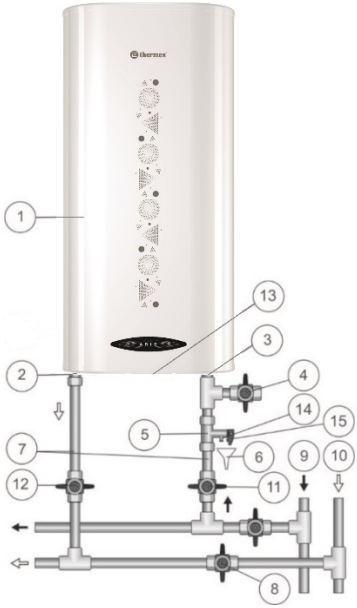

Рисунок 1. Схема подключения ЭВН к водопроводу в вертикальном положении
Внутренний бак имеет специальное биостеклофарфоровое покрытие, надежно защищающее внутреннюю поверхность от химической коррозии и, как следствие, продлевающее срок эксплуатации. Пространство между внешним корпусом и внутренним баком заполнено пенополиуретаном - современной, экологически чистой теплоизоляцией, обладающей наилучшими характеристиками теплосбережения. Модели Aris имеют два резьбовых патрубка: для входа холодной воды (Рис. 1, п. 3) с синим кольцом и выхода горячей воды (Рис. 1, п. 2) с красным кольцом. На нижней крышке ЭВН во всех моделях находится панель управления (Рис. 1, п. 16).
Предохранительный клапан (Рис. 1, п. 5) выполняет функции обратного клапана, препятствуя попаданию воды из водонагревателя в водопроводную сеть в случаях падения в последней давления и в случаях возрастания давления в баке при сильном нагреве воды, а также функции защитного клапана, сбрасывая избыточное давление в баке при сильном нагреве воды. Во время работы водонагревателя вода может просачиваться из выпускной трубы предохранительного клапана для сброса излишнего давления, что происходит в целях безопасности водонагревателя. Эта выпускная труба должна оставаться открытой для атмосферы и быть установлена постоянно вниз и в незамерзающей окружающей среде.
Необходимо обеспечить отвод воды из выпускной трубы предохранительного клапана (Рис. 1, п. 14) в канализацию, предусмотрев при монтаже ЭВН соответствующий дренаж (Рис. 1, п. 6).
Необходимо регулярно (не реже одного раза в месяц) проводить слив небольшого количества воды через выпускную трубу предохранительного клапана в канализацию для удаления известковых осадков и для проверки работоспособности клапана. Для открывания клапана он снабжен ручкой (Рис. 1, п. 15). Необходимо следить, чтобы во время работы ЭВН эта ручка находилась в положении, закрывающем слив воды из бака.
Установить предохранительный клапан (Рис. 1, п. 5) на входе холодной воды (Рис. 1, п. 3), помеченном синим кольцом, закрутив на 3,5 - 4 оборота, обеспечив герметичность соединения любым уплотнительным материалом (льном, лентой ФУМ и др.).
- В вертикальном положении в соответствии с Рис. 1 с выходом патрубков снизу
После подключения откройте вентиль подачи холодной воды (Рис. 1, п. 11) в ЭВН, кран выхода горячей воды из ЭВН (Рис. 1, п. 12) и кран горячей воды на смесителе, чтобы обеспечить отток воздуха из водонагревателя. При конечном заполнении ЭВН из крана смесителя непрерывной струей потечет холодная вода. Закройте кран горячей воды на смесителе.
Примечание: для облегчения обслуживания ЭВН в процессе эксплуатации рекомендуется установка сливного вентиля (Рис. 1, п. 4) в соответствии с Рис. 1 (для моделей, не оборудованных сливным патрубком (не входит в комплект поставки ЭВН)).